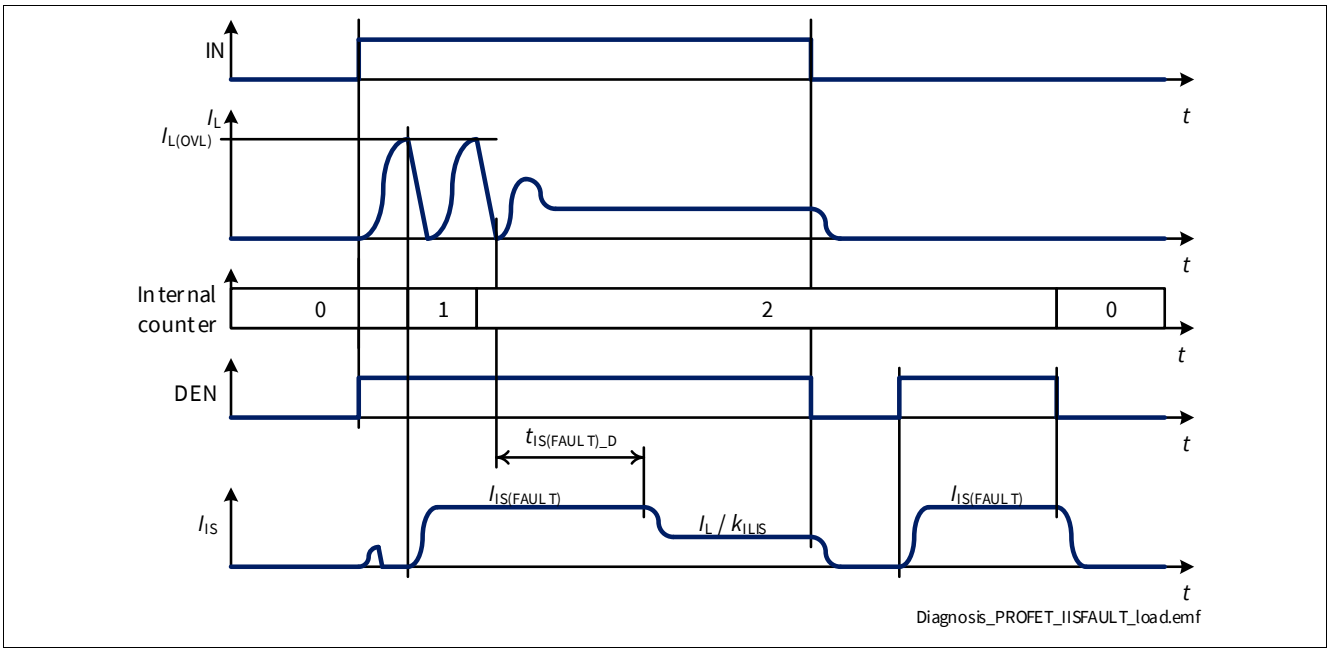

Figure 35 $I_{IS(FAULT)}$ at Load Switching
- If the channel is ON and the number of retries is lower than "$n_{RETRY(CR)} + n_{RETRY(CYC)} * n_{RETRY(NT)}$", the current $I_{IS(FAULT)}$ is provided for a time $t_{IS(FAULT)\_D}$ after the channel is allowed to restart, after which $I_{IS} = I_L / k_{ILIS}$ (as shown in **Figure 35**). During a retry cycle (while timer t_{RETRY} is running) the current $I_{IS(FAULT)}$ is provided each time the channel diagnosis is checked